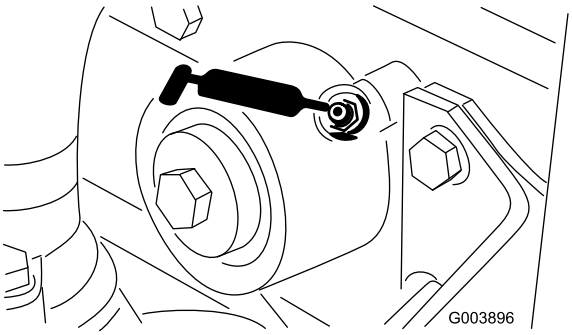

Figur 49
- En nippel på fläktaxeln (Figur 49).